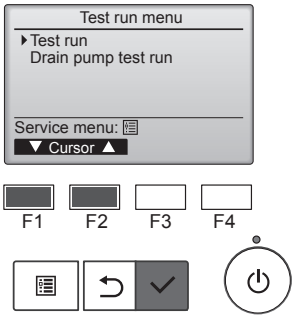

Afb. 7-2
② Selecteer “Test run” (Proefdraaien) in het Test run-menu (Proefdraaien) en druk op de toets [SELECTEREN]. (Afb. 7-2)
③ Het proefdraaien gaat van start en het scherm Test run (Proefdraaien) wordt weergegeven.